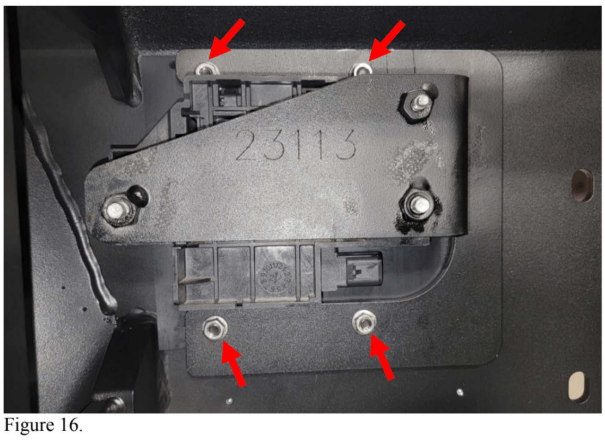

Figure 16.
16. Install the ACC sensor assembly completed in step 13 into the bumper using the provided 4x M6 black button head screw with flanged hex nuts. Sandwhich the plastic sensor cover sheet (61784) between the bumper and the ACC sensor assembly. Figure 16.